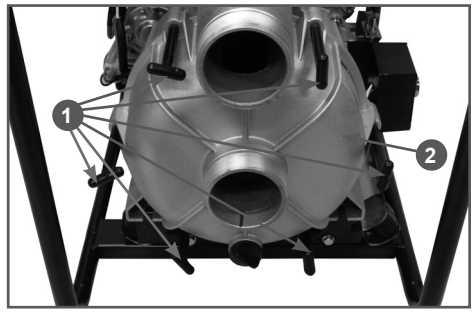

Рис. 25 Обслуживание водяного насоса
3. Открутите шесть Т-образных винтов 1 по периметру корпуса насоса и снимите крышку 2 корпуса насоса (Рис. 25).